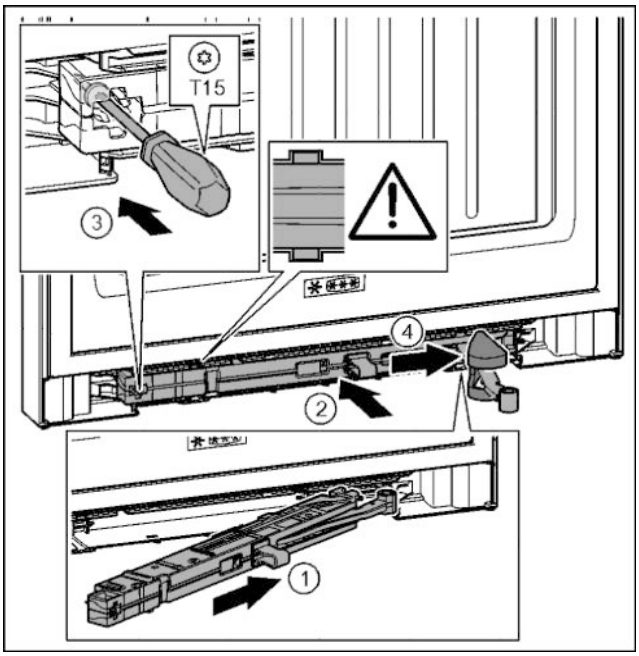

Fig. 43
▶ Вставить узел амортизатора со стороны опорного кронштейна в выемку до упора под наклоном. *Fig. 43 (1)*
▶ Полностью вставить узел амортизатора в выемку. *Fig. 43 (2)*
▶ Затянуть винт отверткой T15. *Fig. 43 (3)*
▶ Переместить крышку над шарниром. *Fig. 43 (4)*